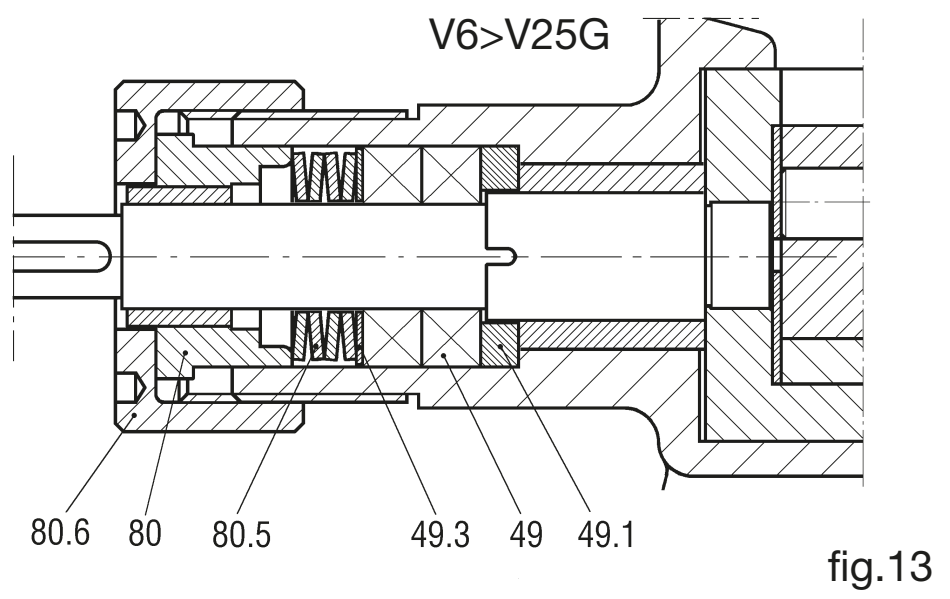

fig.13
11.6 Extracción de la junta estanca con empaquetadura de bombas de hierro fundido de V6 a V25 (fig. 13)